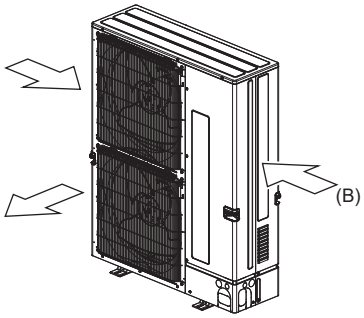

Fig. 2-6
(3) Se possibile, posizionare l'unità in modo che la bocca di uscita soffi perpendicolarmente alla direzione del vento stagionale. (Fig. 2-6)